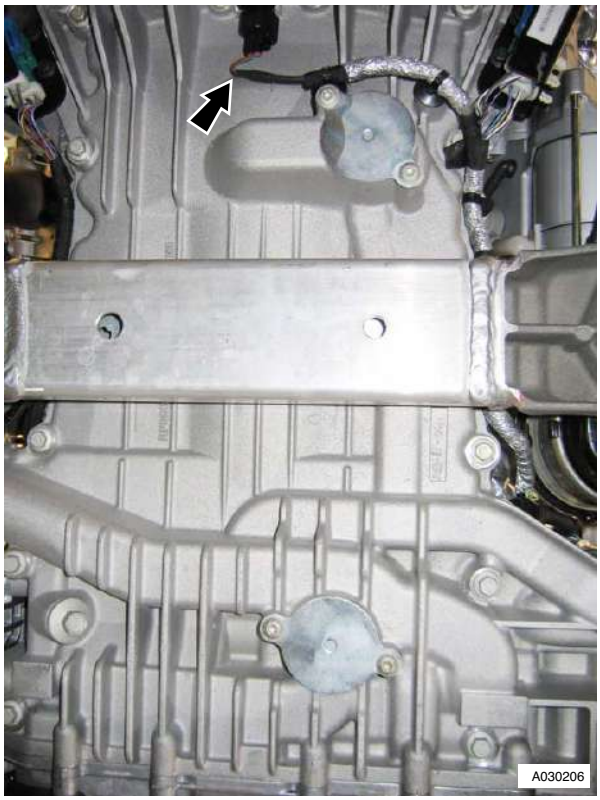

Figure 7
15. Disconnect multiplug from crankshaft timing sensor (see Figure 7).
34. Note that piston grade number on crown and thick flange on connecting rod faces to front of engine on LH bank (B) (see Figure7).